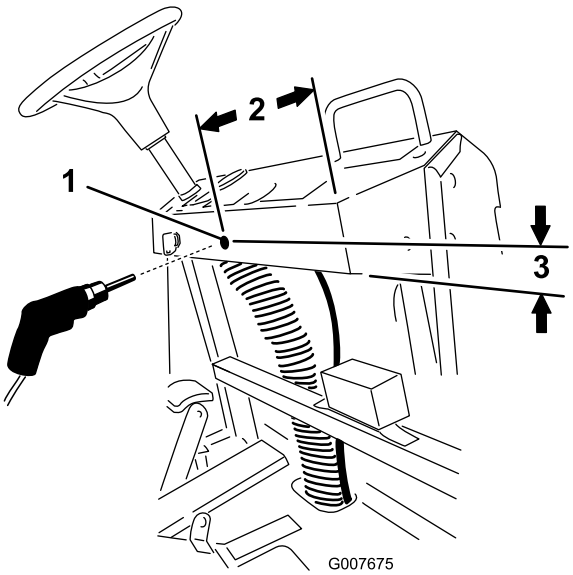

Figuur 18
A. Breng een teken aan op 25 cm van de rechterkant van het dashboard naar binnen gemeten, en 4 cm van de onderkant van het dashboard (Figuur 18).